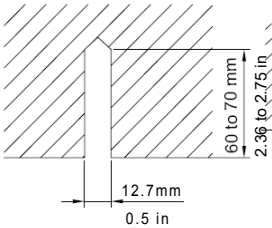

Fig.6
(2). Install the bolts to the ceiling at a place strong enough to hang the unit. Mark the bolt positions from the installation template. With a concrete drill, drill for 0.5in diameter holes. (Fig.6)